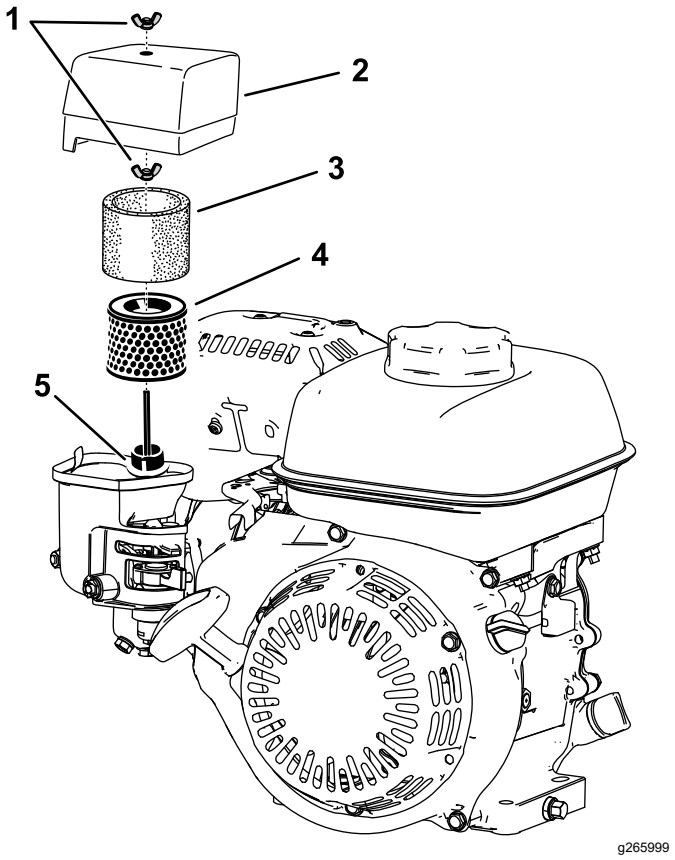

Figuur 17
2. Draai de vleugelmoer los waarmee het luchtfilterdeksel vastzit (Figuur 17).